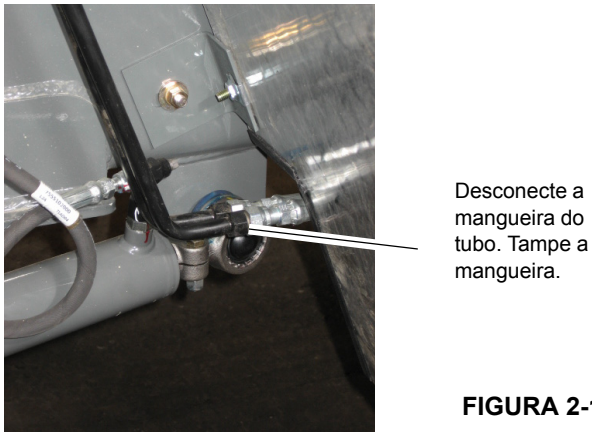

FIGURA 2-18
2. Desconecte a mangueira do cilindro de direção dianteiro direito. Tampe a mangueira. Coloque um bujão ou tampe também a entrada do cilindro. (Consulte a Figura 2-18.)